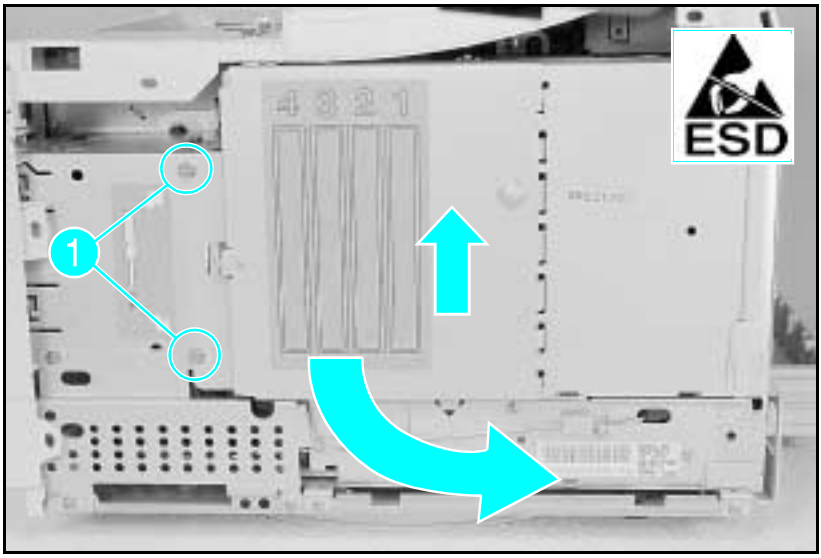

Figure 6-23a Removing the SIMMs Door (LaserJet 4)
2 Remove the (2) screws that hold the SIMMs cover (see Figure 6-23a, callout *1*).